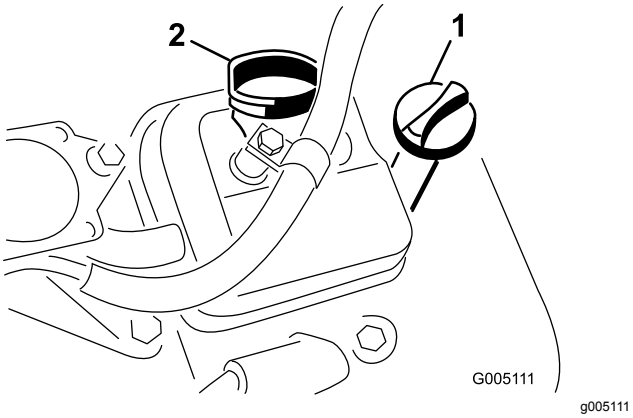

Figur 30
3. Sett peilestaven inn i peilestavrøret og skru den inn i røret (Figur 30).